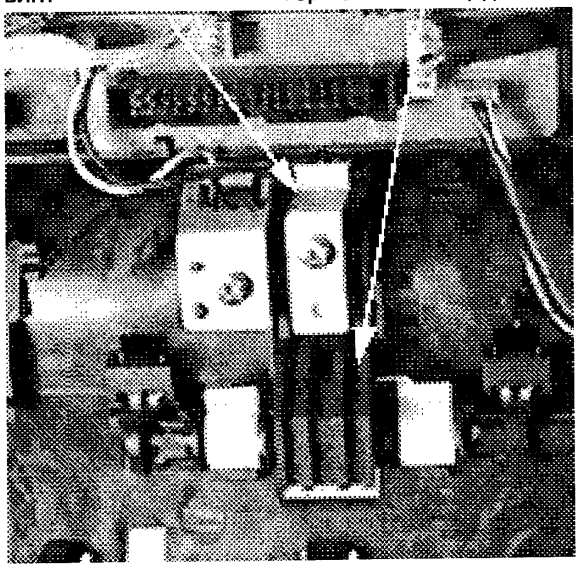

Рис. 4-9 **Тормозная площадка и монтажная скоба**
2. Выверните крепежный винт монтажной скобы тормозной площадки (рис. 4-9).